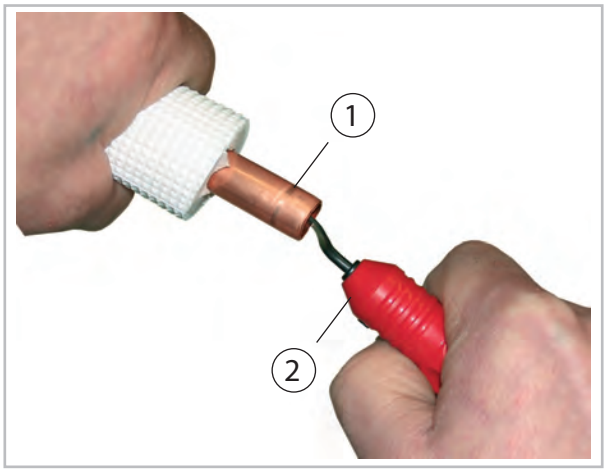
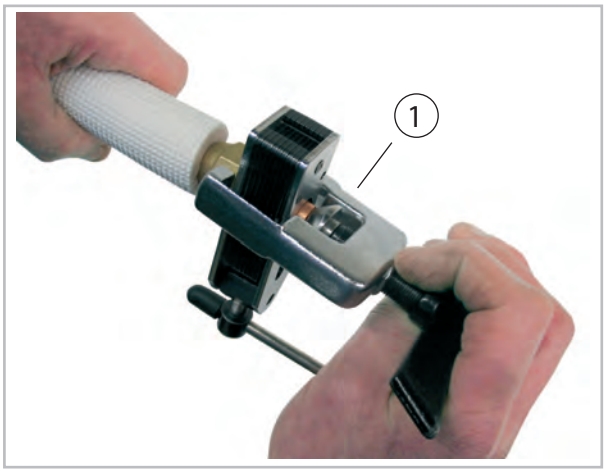

Abb. 34: Entgraten der Kältemittelleitung
Abb. 35: Bördeln der Kältemittelleitung
8. Bearbeiten Sie die verlegten Kältemittelleitungen wie im Folgenden dargestellt (Abb. 34 und Abb. 35).